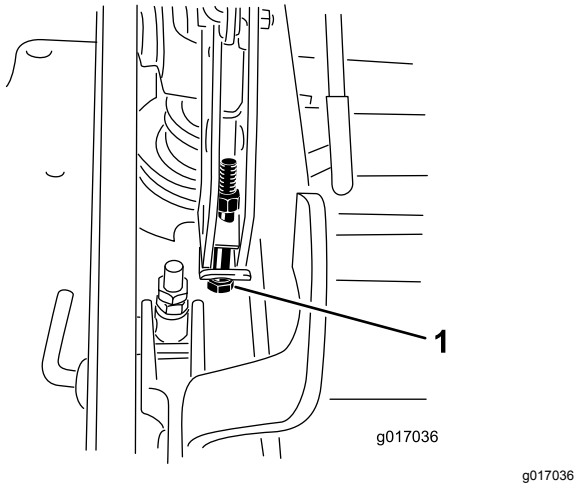

Figur 98
13. Hvis skjoldet er for lavt, skal bolten til enkeltpunktsjusteringen drejes med uret, så den strammes. Hvis skjoldet er for højt, skal bolten til enkeltpunktsjusteringen drejes mod uret, så den løsnes (Figur 98).
14. Stram de to bolte nederst på klippehøjdepladen (Figur 98).